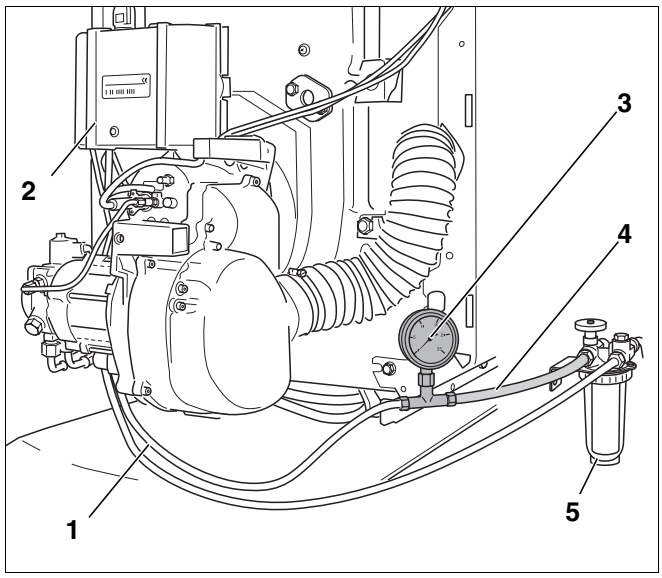

Rys. 16 Filtr oleju, manometr próżniowy i przezroczysty wąż
- Zamontować manometr próżniowy (rys. 16, **poz. 3**) z przezroczystym wężem (rys. 16, **poz. 4**; wyposażenie dodatkowe), tak jak to przedstawiono na rysunku 16, między filtrem oleju (rys. 16, **poz. 5**) a przewodem ssącym (rys. 16, **poz. 1**).
- Na przezroczystym wężu (rys. 16, **poz. 4**) należy sprawdzić, czy zasysany olej wolny jest od pęcherzyków powietrza.